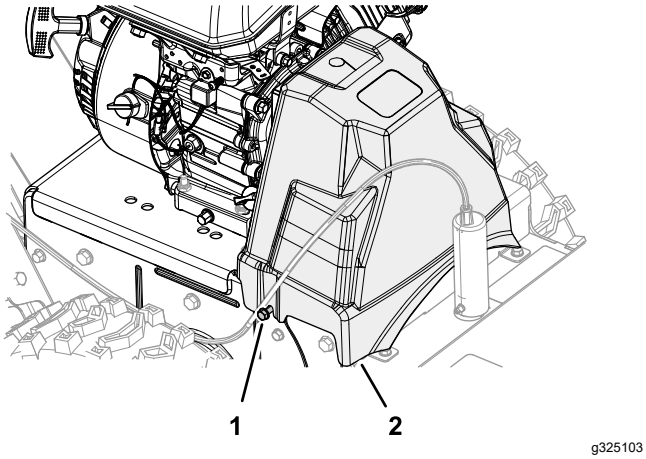

**Figure 42**
1. Desserrez les 2 vis à embase qui fixent le protège-courroies sur la machine (Figure 42).